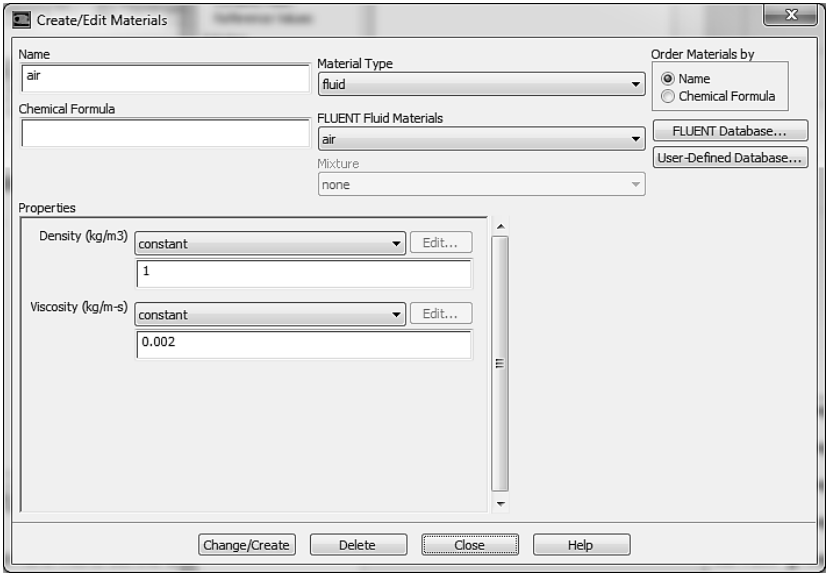

Рис. 42.
2) В появившемся окне устанавливаем плотность 1 кг/м^3 и вязкость 0.002 кг/(м·сек), рис. 42.